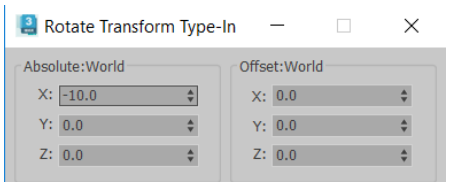
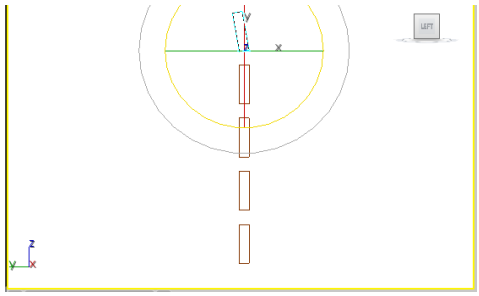

Figure 2-70 *The **Rotate Transform Type-In** dialog box*
Figure 2-71 *The horizontal back support005 geometry after being rotated in the Left viewport*
10. In the **Absolute:World** area, set the value **-10** in the **X** spinner, as shown in Figure 2-70 and then press the ENTER key; *horizontal back support005* gets rotated, refer to Figure 2-71. Now, close the **Rotate Transform Type-In** dialog box.